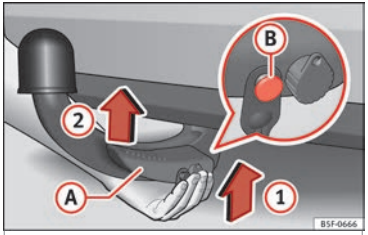

**Fig. 217** Fitting the detachable ball / Release bolt in the deployed position.
- Grip the detachable ball **from below** ››› **Fig. 217** and insert it into the hook housing following the direction of arrow (1) until it engages audibly ››› ⚠.